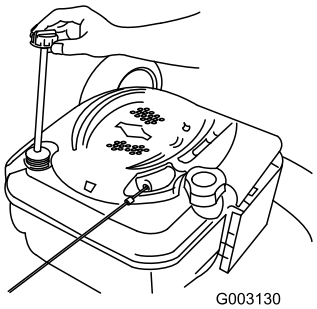

Figur 36
6. Fjern peilestaven fra oljefyllingsrøret (Figur 36).